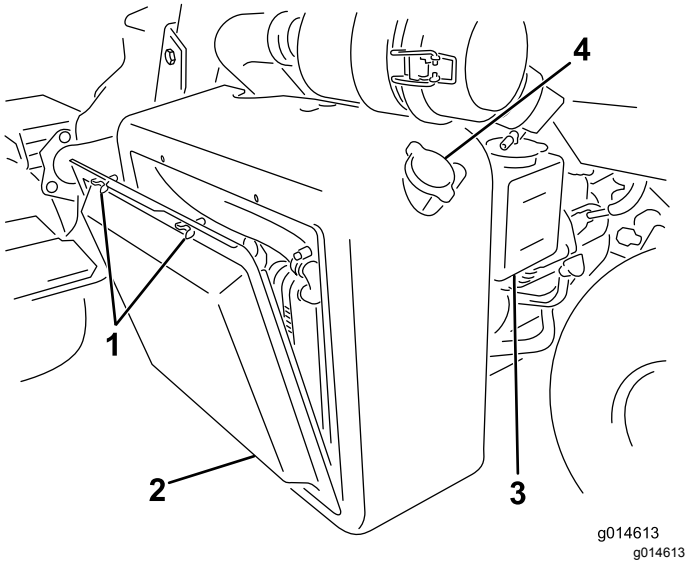
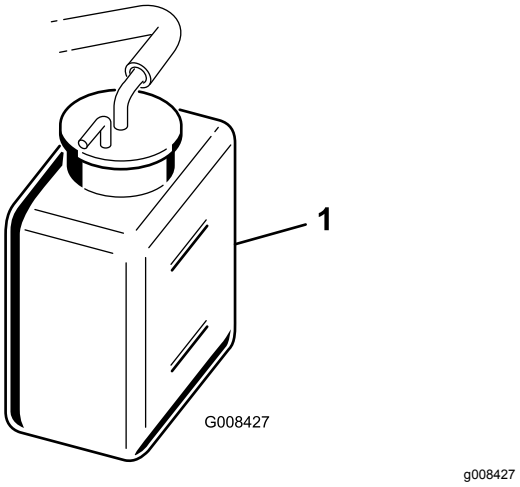

**Rysunek 40**
**Rysunek 41**
1. Zdejmij osłonę chłodnicy (Rysunek 40).
2. Sprawdź poziom płynu chłodzącego (Rysunek 40 oraz Rysunek 41).